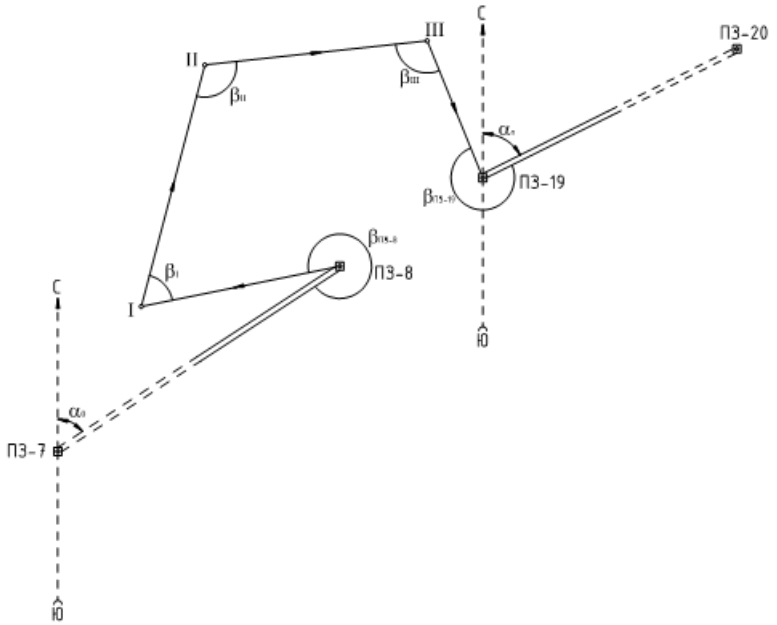

Рис. 1.1. Схема теодолитно-высотного хода съемочного обоснования
1. Для съемки участка местности (лента Л320, теодолит 2Т30) между двумя пунктами (знаками) полигонометрии ПЗ-8 и ПЗ-19 проложен теодолитно-высотный ход (рис. 1.1).